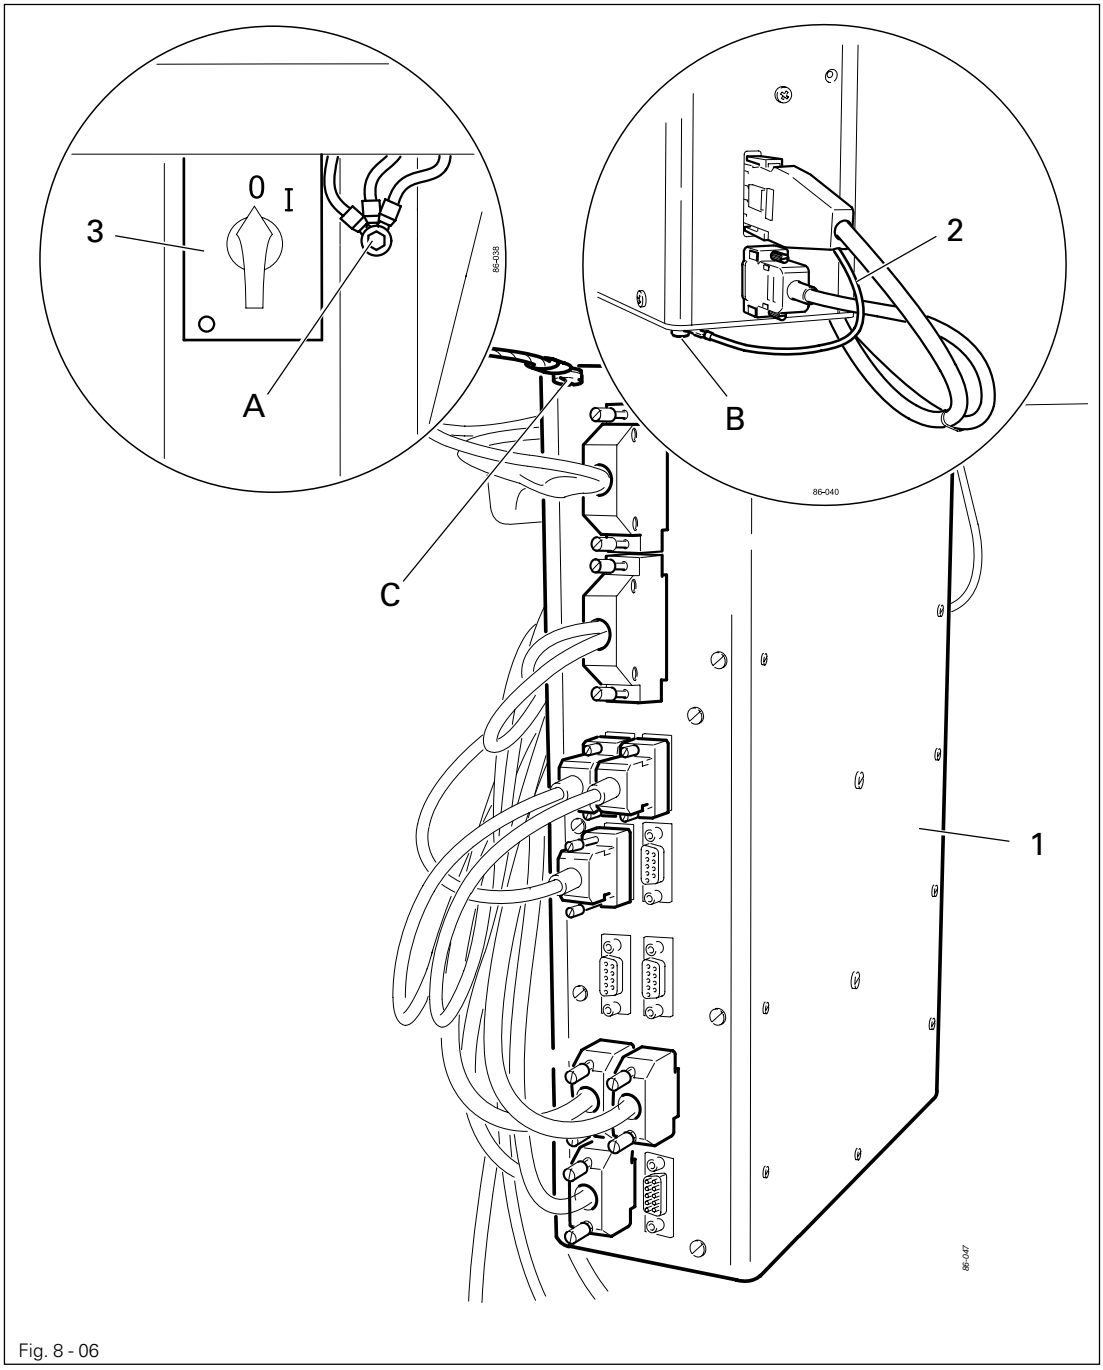

Fig. 8 - 06
- On the PFAFF 1574 an adapter cable must be plugged into socket **X3** (also see Fig. 8 - 09).